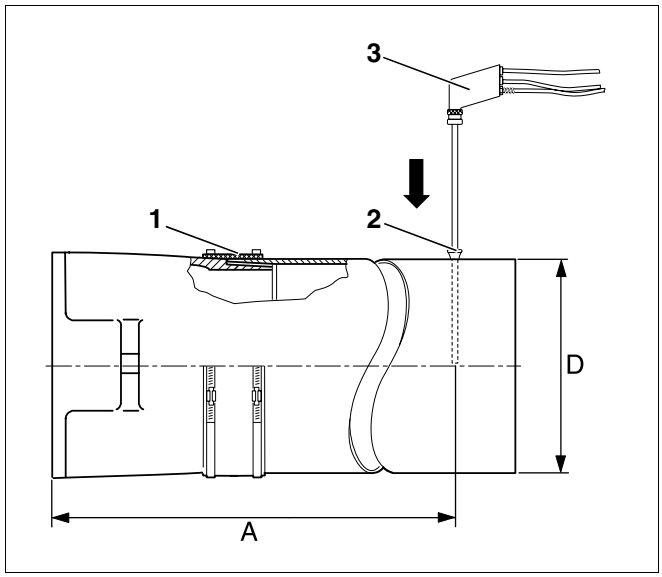

Fig. 32 Rilevamento dei valori di misurazione
Le misurazioni si effettuano di solito nel tubo dei gas combusti. L'apertura per la misurazione (muffola; fig. 32, **pos. 2**) dovrebbe essere posizionata ad una distanza "A" (circa 2 × diametro tubo dei gas combusti "D") dal tronchetto dei fumi (fig. 32). Se l'impianto dei gas combusti è collegato immediatamente dopo la caldaia con una curva, si devono effettuare le misurazioni prima della curva.
E' raccomandato l'uso di un manicotto di tenuta per il tubo dei fumi (fig. 32, **pos. 1**).
- Immergere la sonda di misurazione (fig. 32, **pos. 3**, pagina 27) nel flusso centrale (centro tubo fumi) dei gas combusti (temperatura massima dei fumi).